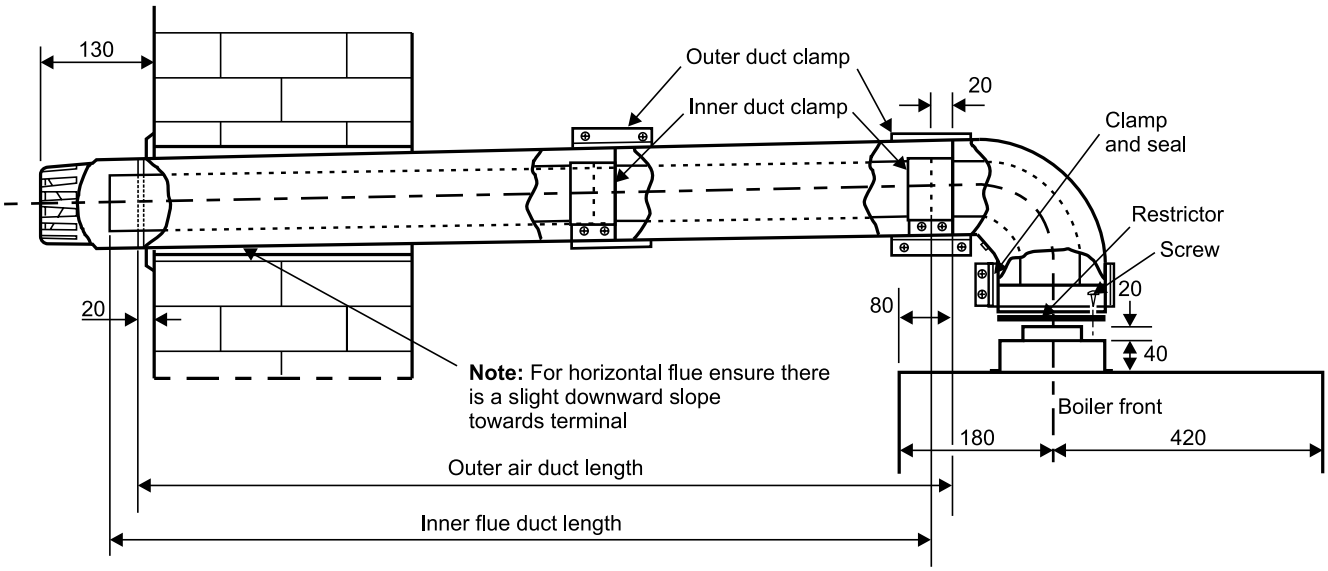

**Fig. 14 - Side flue**
If the flue is more than 1.5 m the restrictor must be removed from the boiler adaptor (see Fig. 14).
5. When measuring the outer duct, measure from the end of the tube as shown in Figs. 14 and 15.